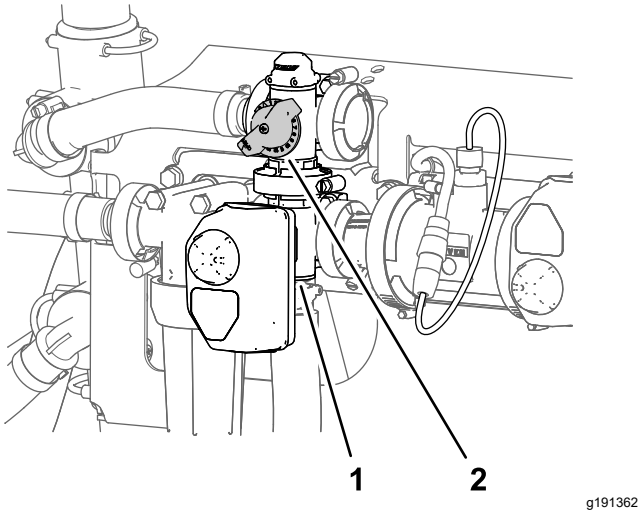

Figuur 31
11. Stel de mengomloopklep (Figuur 31) achteraan de mengklep in tot de spuitsysteemdruk op de meter 6,89 bar bedraagt.